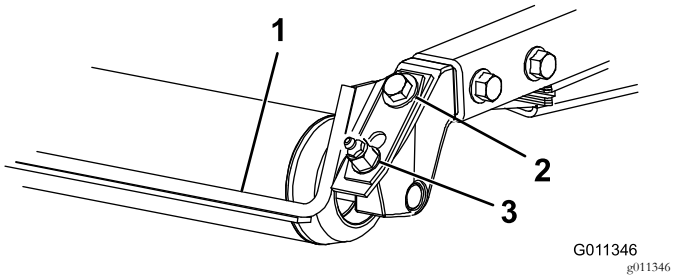

Figur 7
1. Lossa smörjnippeln och monteringsskruven (Figur 7).